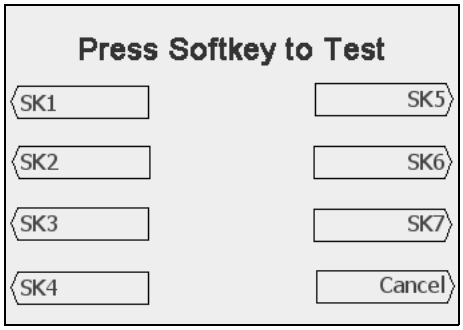

Figure 13-43 Softkey Test Screen
2. Select **Softkey Test**. The screen shown in Figure 13-43 is displayed.